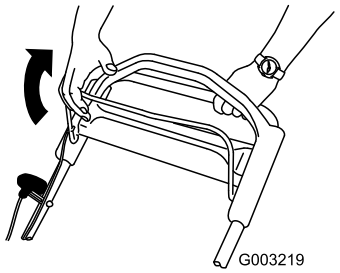

Figur 19
2. Håll knivstyrstången mot handtaget (Figur 19).